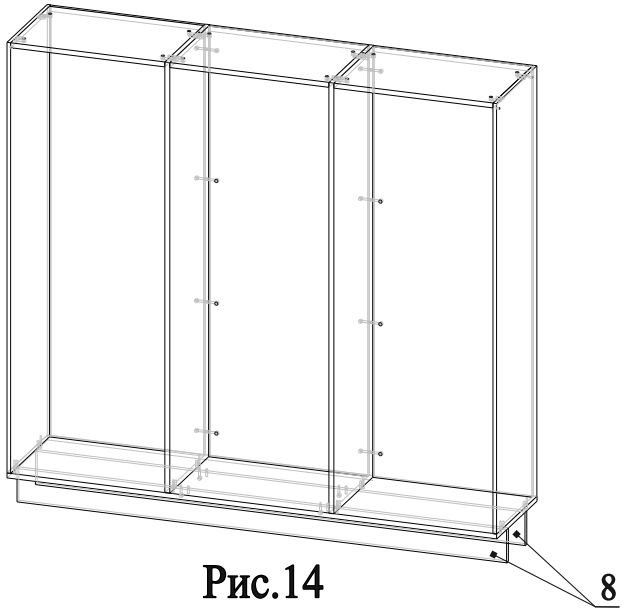

Рис.14
25. Соединить детали 8 с деталью 7, затянуть эксцентрики по часовой стрелки до упора (рис.14);